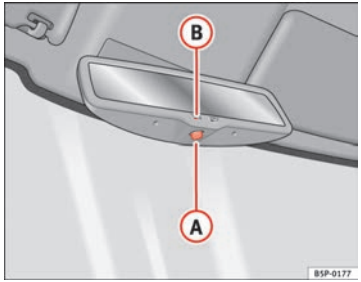

Fig. 66 Automatic anti-dazzle interior rear vision mirror.
– Press button (A) ⇒ Fig. 66. Control lamp (B) goes off.
– Press button (A) ⇒ Fig. 66. Control lamp is lit.